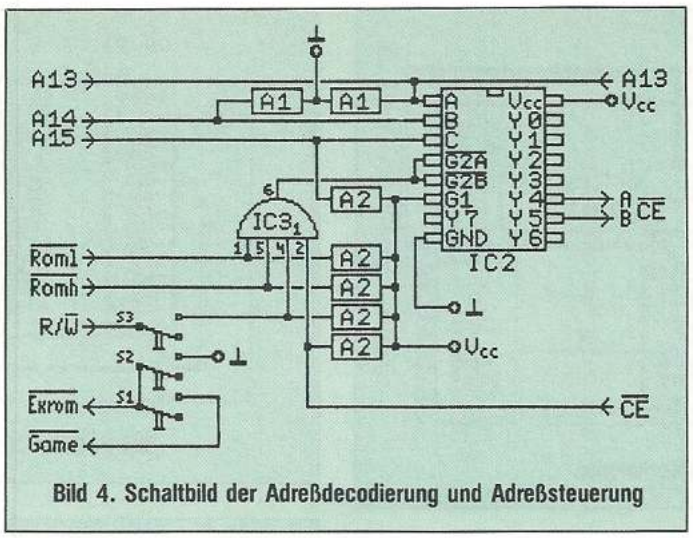

Bild 4. Schaltbild der Adreßdecodierung und Adreßsteuerung
**Adreßdecodierung:** Nun zur Adreßdecodierung in Bild 4. Die drei höchstwertigen Adreßleitungen A13 bis A15 liegen an den Adreßeingängen eines 3-Bit-Binärdecoders. Dieser macht daraus an seinen Ausgängen (Y0 bis Y7) CE-Signale für jeweils 8-